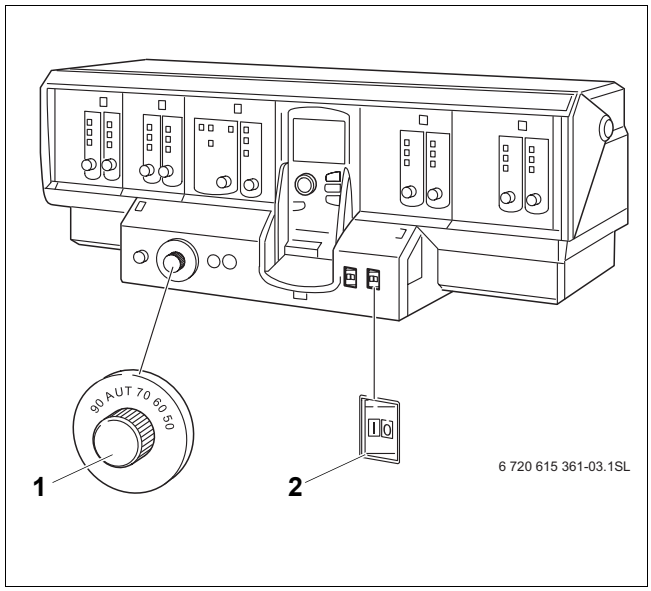

Fig. 2 Aparato de regulación (p. ej.: Logamatic 4311)
Ponga en marcha la caldera a través de la regulación (en el ejemplo, fig. 2: Logamatic 4311). Al poner en marcha la regulación, el quemador se pondrá automáticamente en funcionamiento. A continuación, el quemador podrá ponerse en marcha desde la regulación.
Ponga la caldera fuera de servicio a través del aparato regulador (p. ej., aparato de regulación Logamatic 4311, → fig. 2, pág. 5). Poniendo fuera de servicio el aparato de regulación, el quemador se desconecta automáticamente.
- Coloque el interruptor de funcionamiento (→ fig. 2, [2], pág. 5) en posición "0" (OFF).